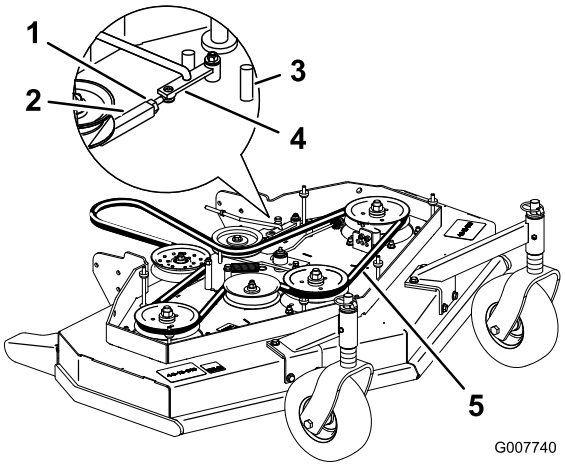

Figura 43
3. Desaperte a porca de bloqueio no tensor (Figura 43).
4. Rode o tensor para a traseira do cortador para aumentar a tensão na correia. Rode o tensor para a frente do cortador para diminuir a tensão na correia (Figura 43).